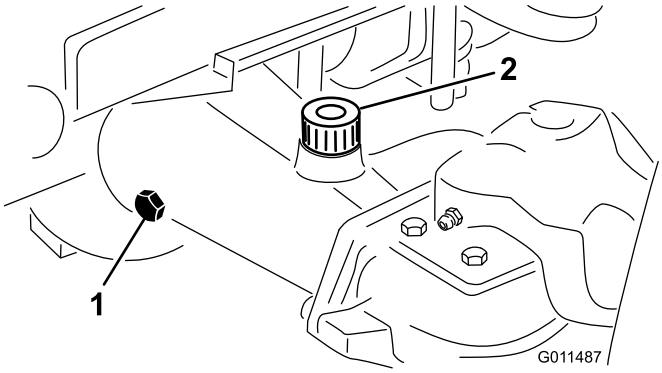

図 15
2. アクスルの一方の端部から点検用プラグ図 15を抜き、穴の高さまで潤滑油があることを確認する。量が不足の場合は、給油プラグ図 15をはずして補給する。